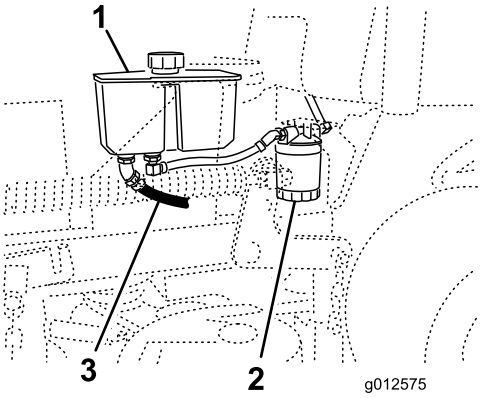

Figuur 73
4. De voorste hydraulische slang bevindt zich onder de hydraulische tank. Plaats een opvangbak onder de tank (Figuur 73).